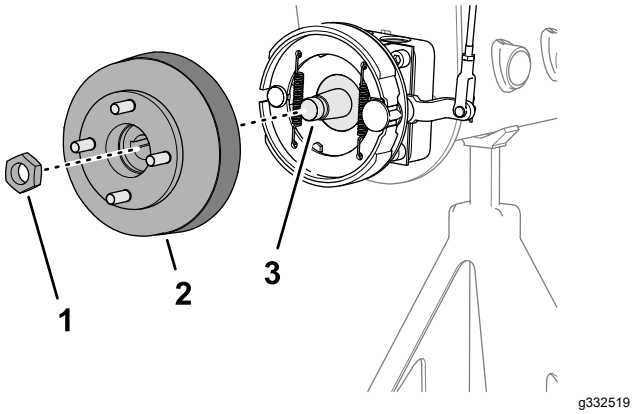
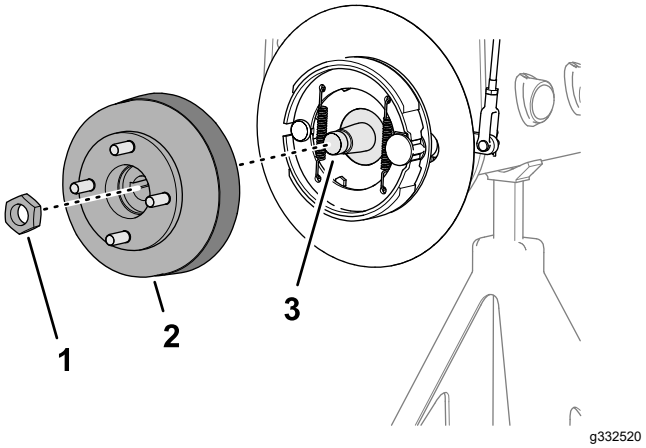

Figur 75
Figur 76
1. Fjern låsemøtrikken, der fastgør navet til hjulmotorakslen (Figur 75 eller Figur 76).
4. Anvend den angivne hjulnavaftrækker til at fjerne hjulnavet og bremsetromlen fra hjulmotorakslen (Figur 75 eller Figur 76).